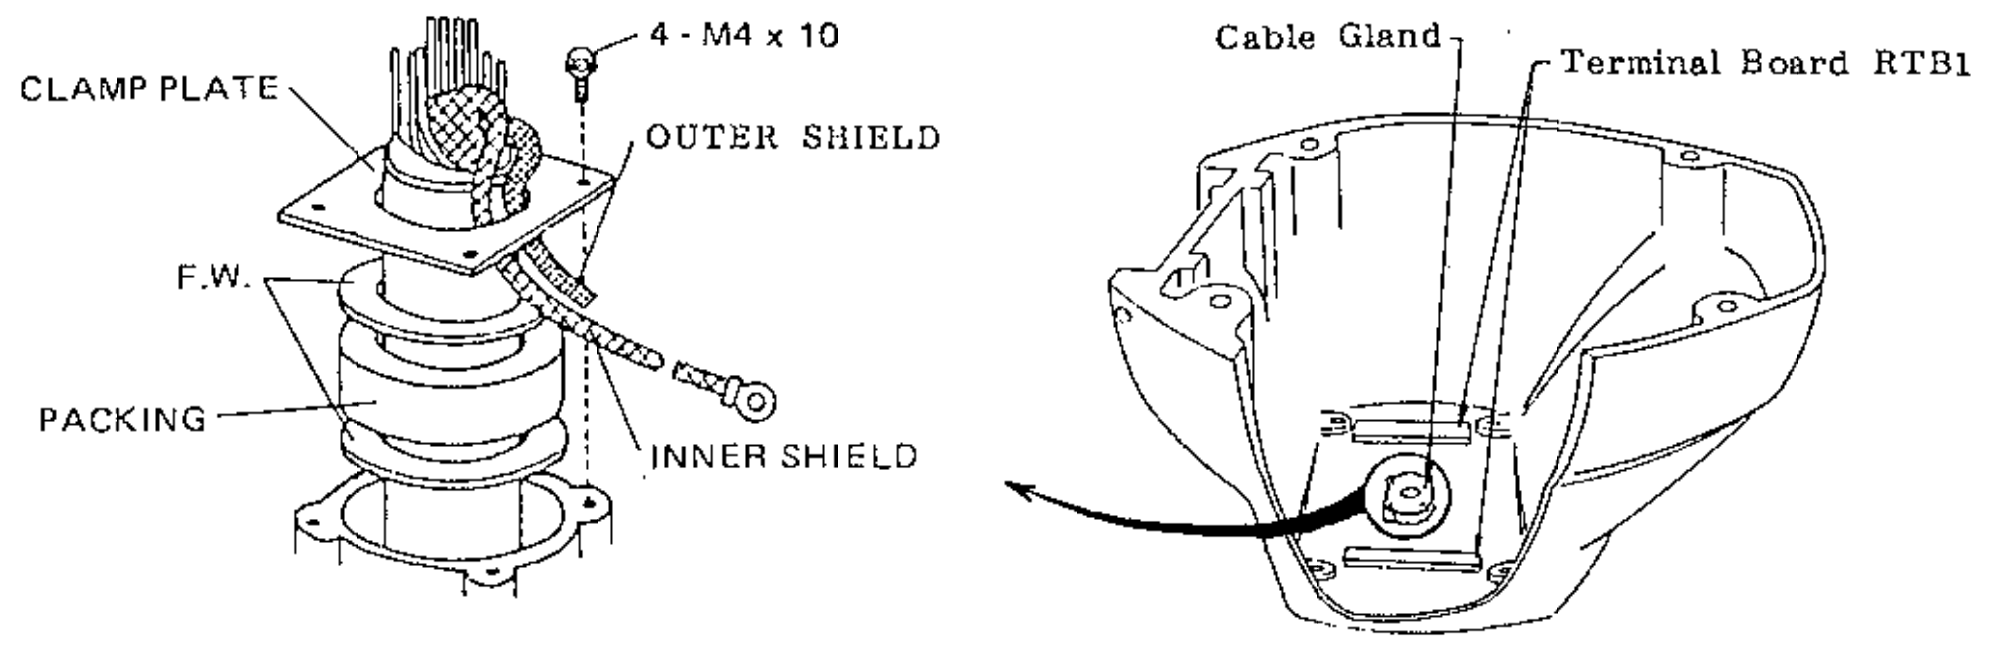

Fig.6-3 Bottom of Scanner Housing
5. Tighten the cable gland to the scanner base for complete watertightness. Ground the outer shield of the multicore cable with the clamp plate as shown in Fig.6-3.